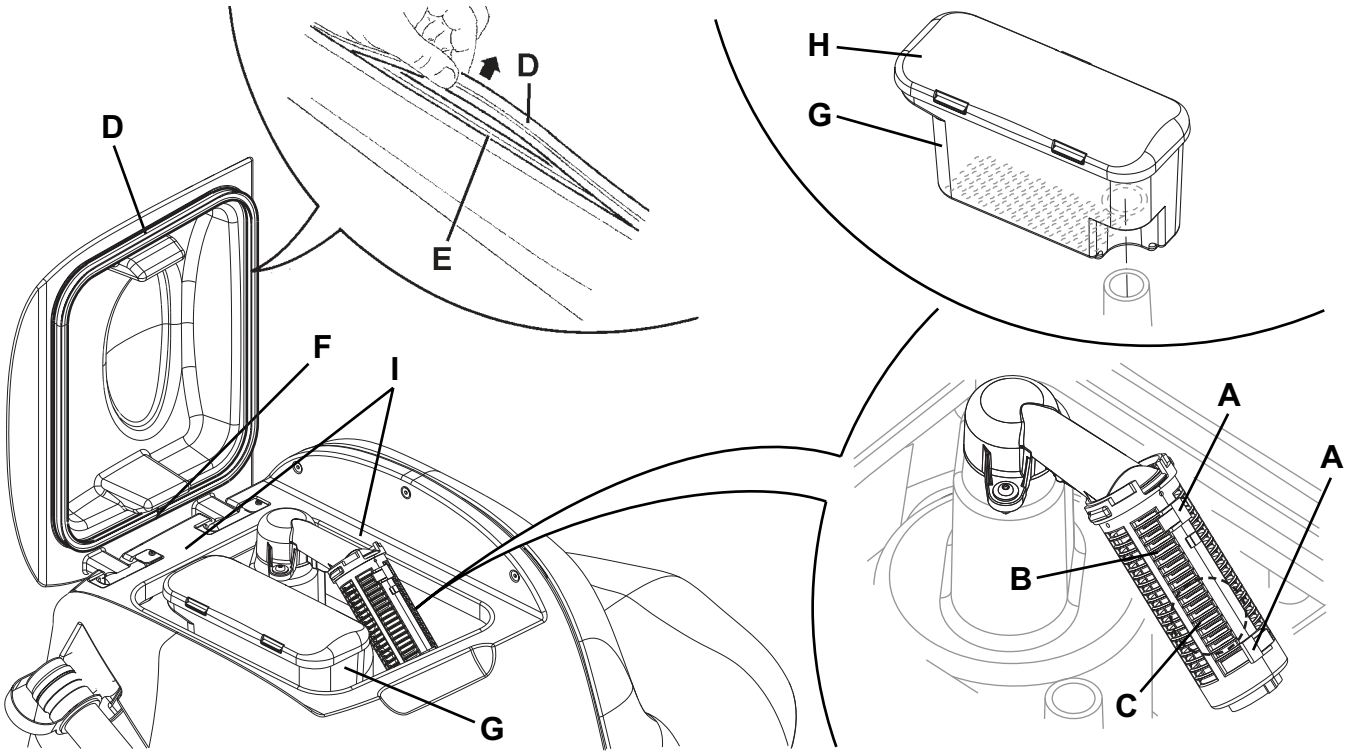

Figure 7
5. Nettoyer la grille d'aspiration (27), dégager les dispositifs de retenue (A, Fig. 7), ouvrir la grille (B), récupérer le flotteur (C) et nettoyer soigneusement ; enfin reposer en place.
6. Nettoyer le conteneur déchets avec la grille correspondante (26), démonter le conteneur (G), enlever le couvercle (H), puis nettoyer avec soin et installer à nouveau sur le tuyau d'aspiration.
7. Contrôler l'intégrité du joint d'étanchéité (D) du couvercle du réservoir.